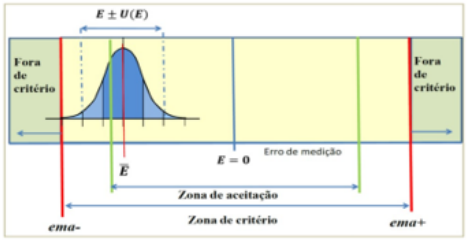

Figura 2 - O erro de medição (E) e a incerteza de medição (U) devem estar dentro da "zona de critério" para os erros máximos admissíveis (ema)
O critério de aceitação é o erro máximo admissível para liberar o instrumento de medição para uso. O critério pode ser estabelecido a partir de uma especificação do fabricante, normativa ou o mais recomendado, a partir de um valor fracionado (1/5,1/6, ...1/10), ou em percentual (20%, 16,7%, ...10%), do intervalo de tolerância do produto e do processo (IT), conforme orientações da norma ISO 14253-1. A aprovação do instrumento após a calibração deve evidenciar que o erro de medição somado à incerteza da calibração é menor ou igual ao critério estabelecido (figura 2).